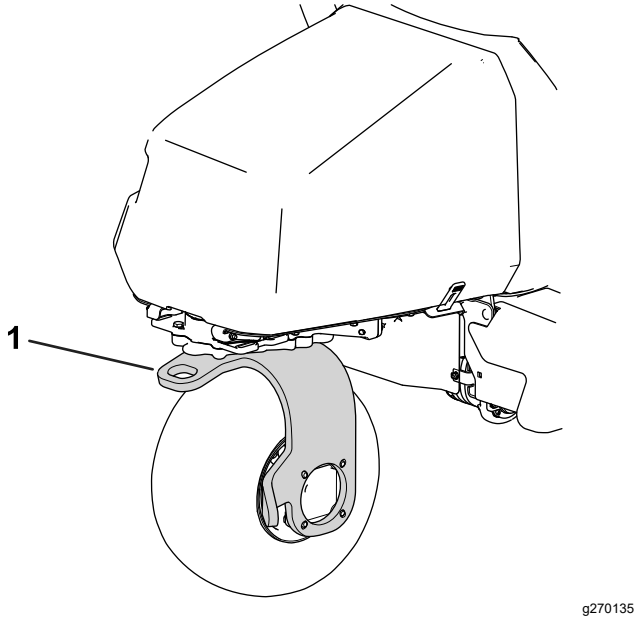

Bild 37
13. Verwenden Sie die hintere Laufradgabel zum Abschleppen der Maschine (Bild 37).